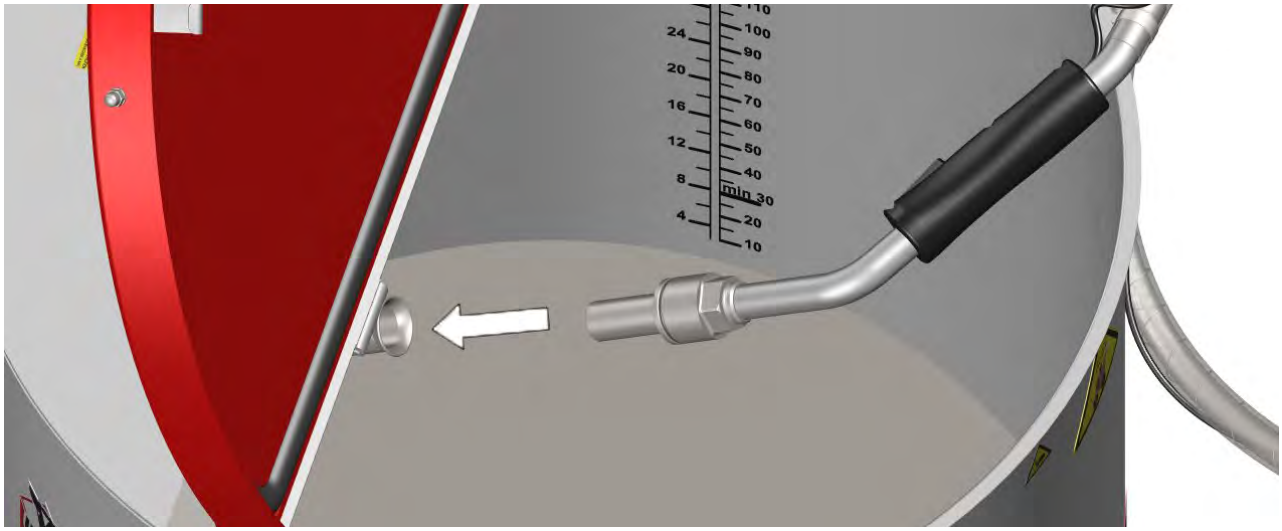

Рисунок 25: Подключение дозировочного пистолета к устройству для мойки
1. Подключите дозировочный пистолет к устройству для мойки (см. Рисунок 25: Подключение дозировочного пистолета к устройству для мойки.)